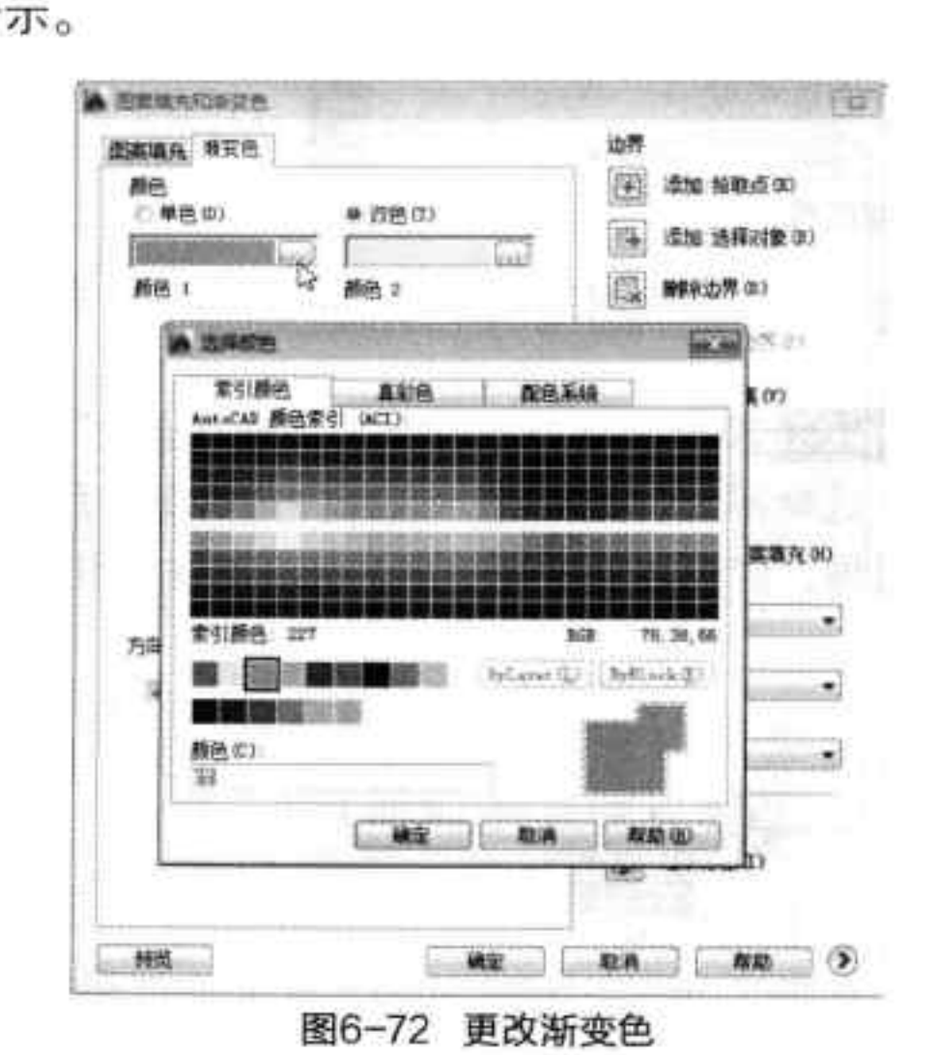

图6-72 更改渐变色
Step 05 按空格键返回对话框。此时用户也可对渐变颜色进行更改，单击“单色”或“双色”后选择按钮，打开“选择颜色”对话框，如图 6-72 所示。